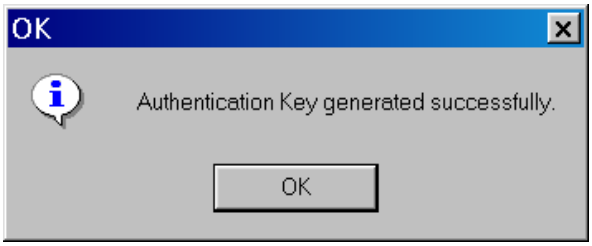

Figure C-3 Authentication Key Generated Successfully Confirmation Screen
a. Select **Send to Control**. TapTalk will display the "Authentication Key generated successfully" (Figure C-3).